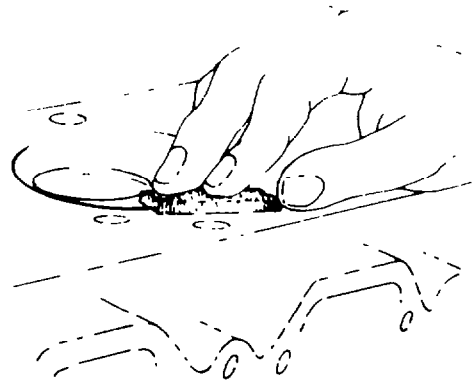

Fig. 26 — De-burring Fire Ring Groove
d. After the grooves are cut, remove the head from the press and remove the cutting tool. Remove the burrs from the area around the fire ring groove with a honing stone (see fig. 26).